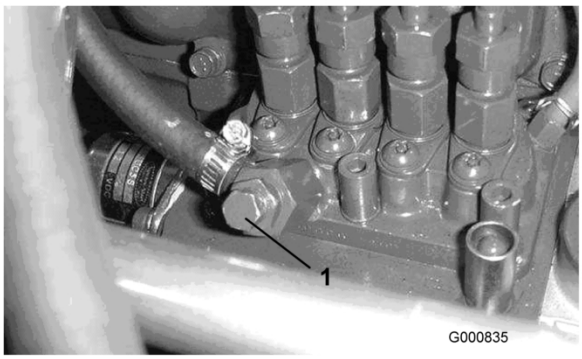

Figur 24
5. Åbn udluftningsskruen på brændstofindsprøjtningspumpen (Figur 24).